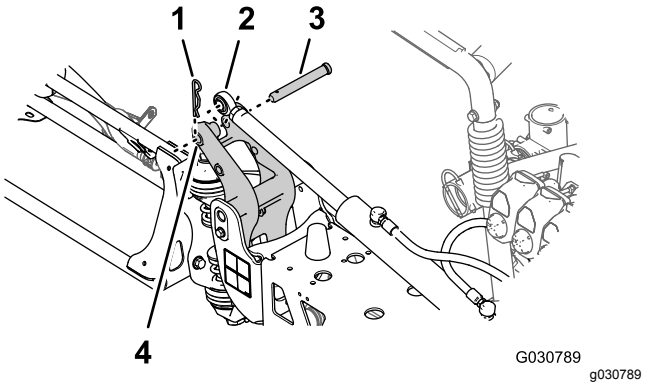

Rysunek 122
6. Ustaw stronę tłoczyska siłownika podnoszenia równo z otworem 25 mm na końcu ramienia złącza osi obrotu (Rysunek 122).
7. Zamocuj siłownik podnoszenia do złącza osi obrotu za pomocą sworznia z łbem płaskim i zawleczki (Rysunek 122) zdjętych w kroku 2 procedury Demontaż siłowników podnoszenia (Strona 21).